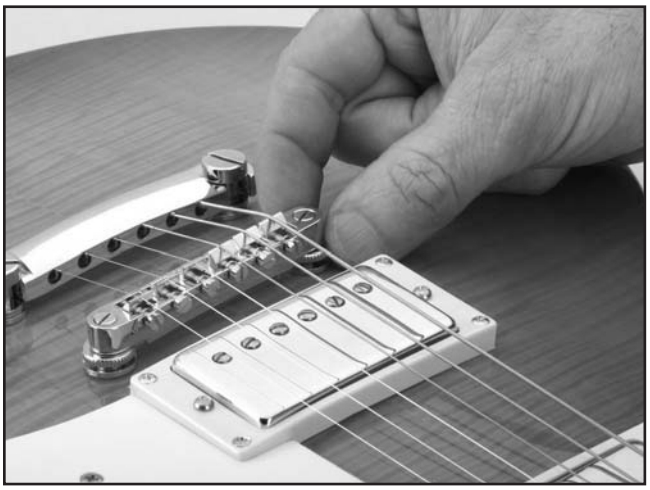

Figure 38. Adjusting the bridge height.
2. De-tension the strings and adjust the bridge height as shown in **Figure 38**.